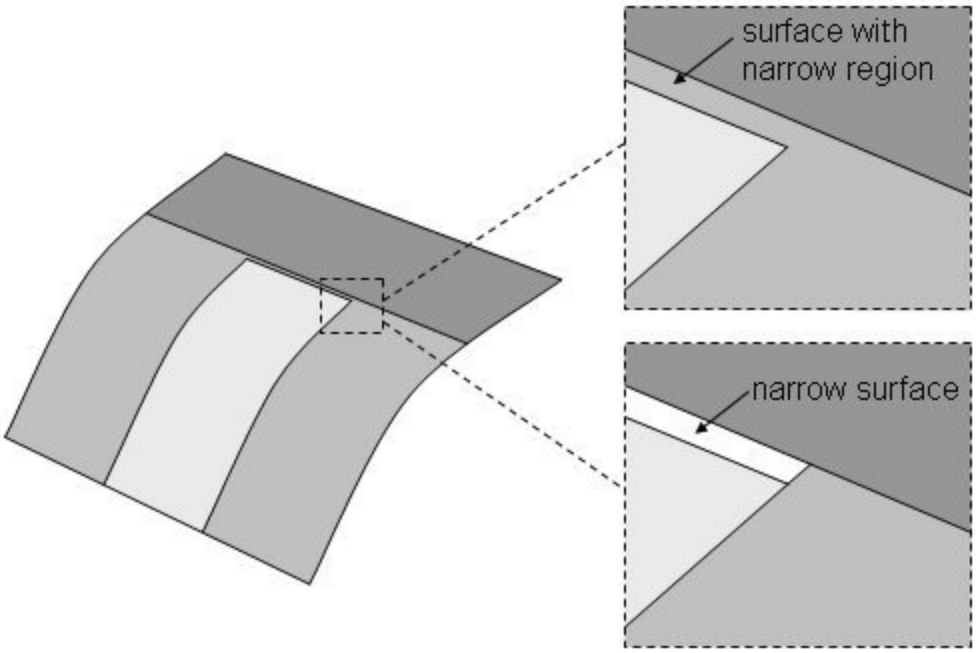

**Figure 2. Two cases illustrating the difference between surfaces with narrow regions and narrow surfaces**
*Narrow surfaces* are distinguished from *surfaces with narrow regions* by the characteristic that the latter can be split such that the narrow region is separated from the rest of the surface. Narrow surfaces are themselves a narrow region and no further splits can be done to separate the narrow region. Figure 2 shows examples of each. ITEM provides the option to split off the narrow regions, subdividing the surface so the narrow surfaces can be dealt with independently.